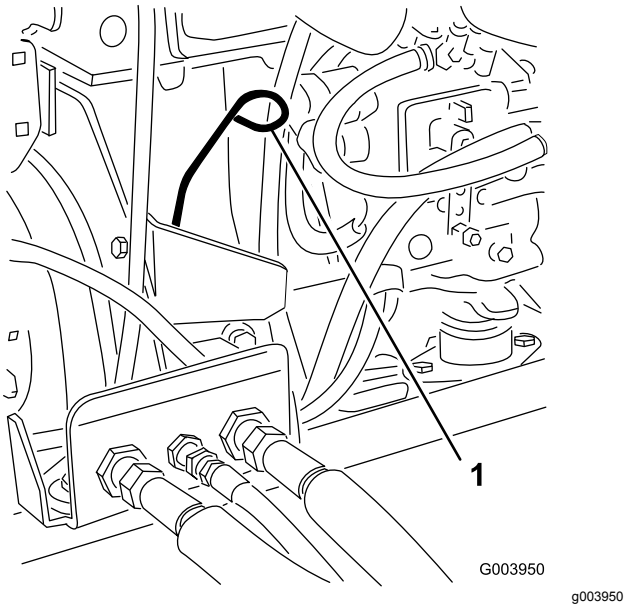

Figur 48
3. Ta ut peilestaven, tørk den ren og sett den tilbake på plass (Figur 48).